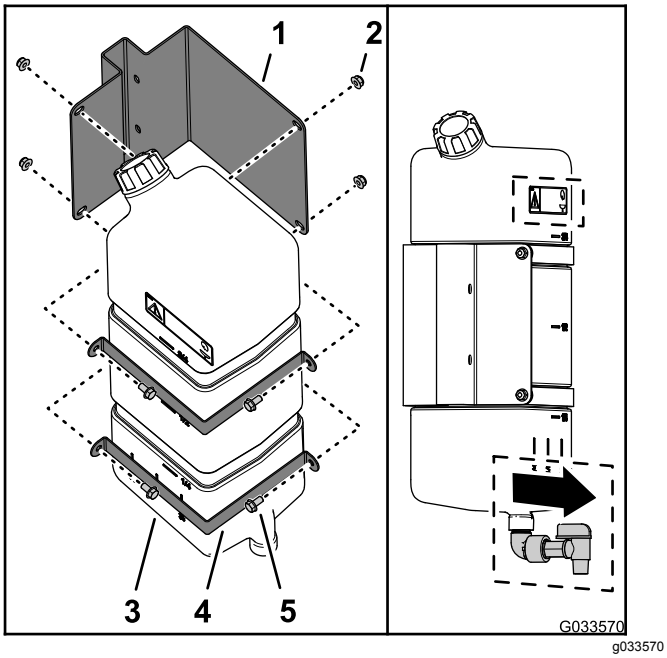

Figuur 45
1. Monteer de watertank op de beugel van de watertank; gebruik hierbij de 2 montagebanden, 4 flenskopbouten (5/16" x ⅝") en 4 flensborgmoeren (5/16") zoals afgebeeld op Figuur 45.